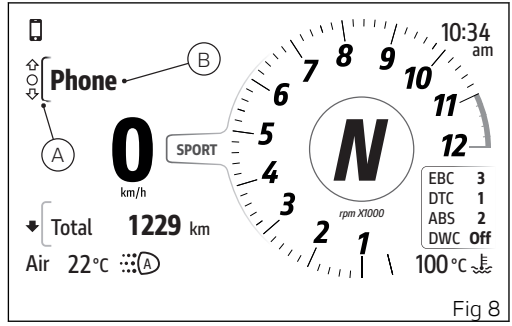

Fig 8
- Select the Interactive Menu (A, Fig 8) by pressing and holding button (1) pressed for a long time.
- Use buttons (1) and (2) to select item "Phone” (B, Fig 8)and press the ENTER button (3).